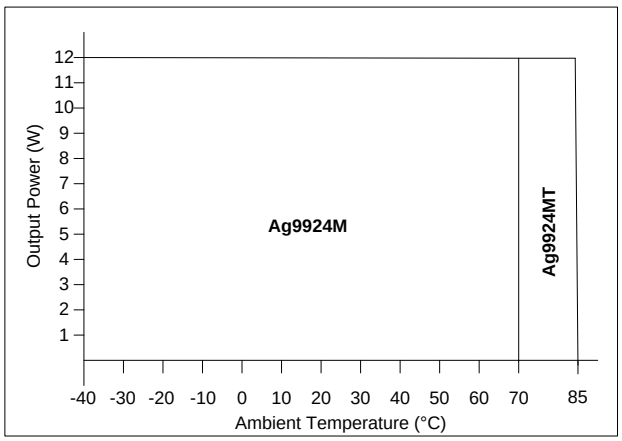
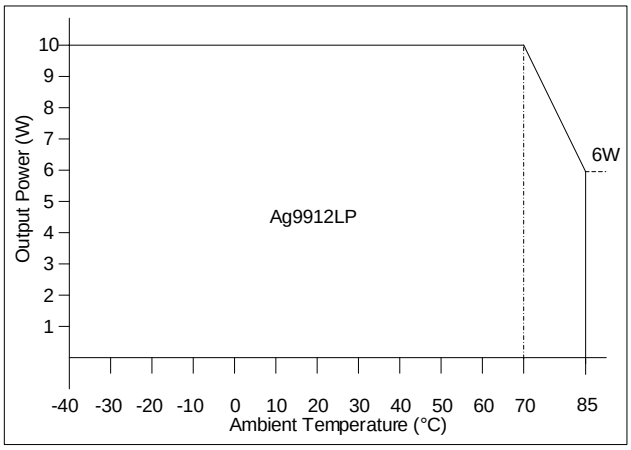
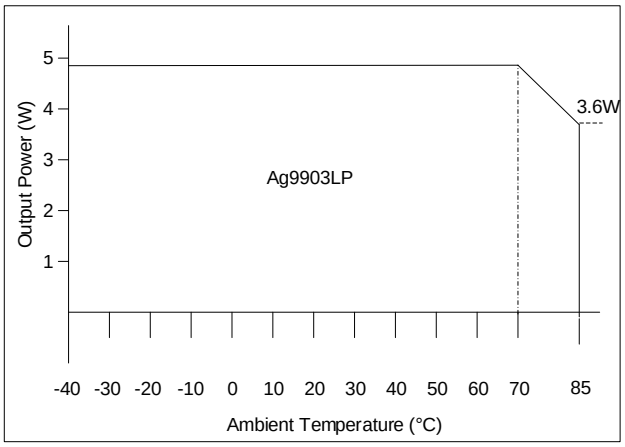
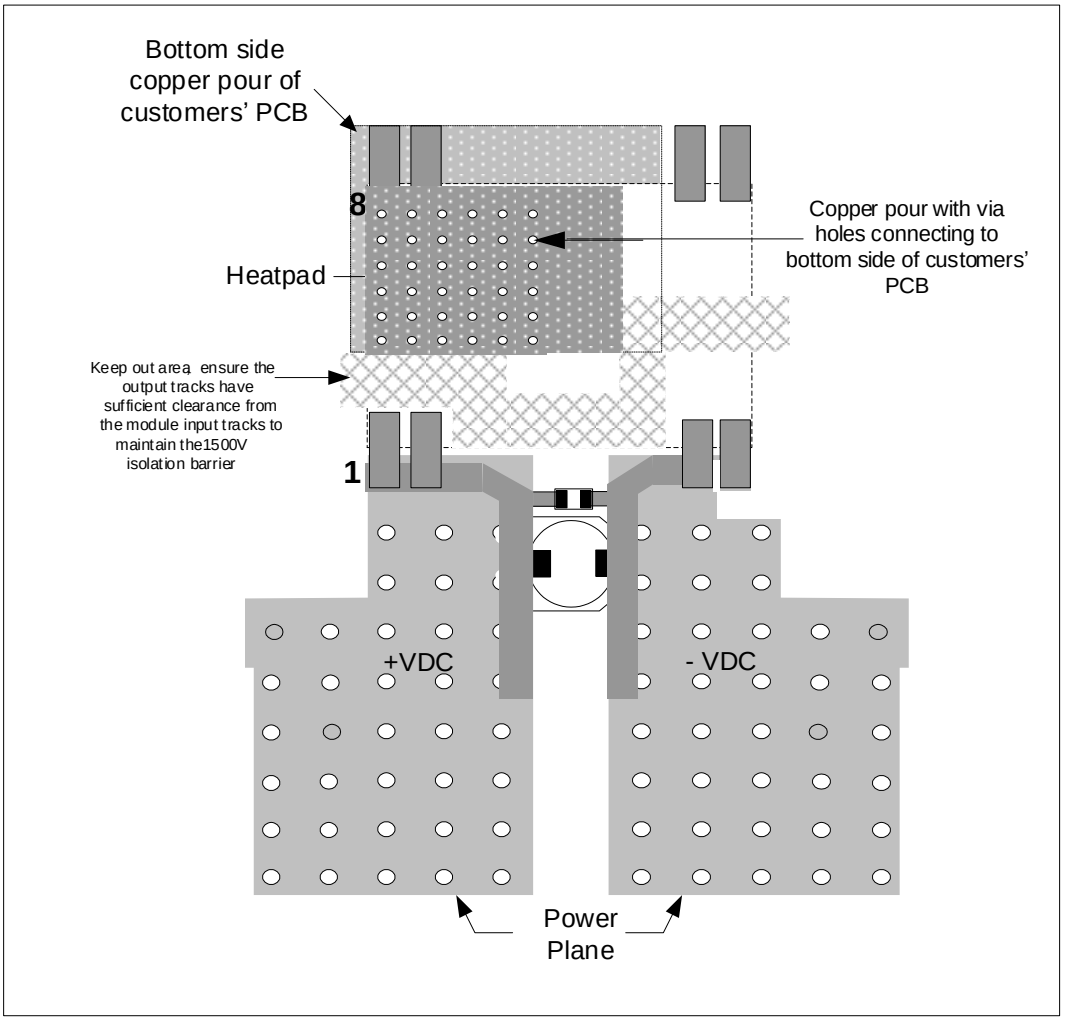

Figure 8: Ag9924M Operating Profile
Figure 10: Ag9912LP Operating Profile
Figure 14: Ag9903LP Operating Profile
Figure 15: Ag9900M Thermal Relief
The thermal protection reduces the output power, see Figure 8 through Figure 14, to ensure that the maximum component temperature is not exceeded. Full output power will be restored when the ambient temperature drops back down into the safe operating range.
The Ag9900M has a maximum ambient operating temperature of 70˚C without any heat-sinking, while the Ag9900MT and Ag9900LP able to operate up to 85˚C while heatsinking to a host PCB; see below Figure 8 through Figure 14. These results were performed in an environment chamber - Associated Environmental System SD-302.The performance of the Ag9900M can be improved by forcing the airflow directly over the part, and by using a thermal pad such as Bergquist .1” Ultra soft gap pad or thermal paste such as thermally conductive Oxime Cure paste. The customers PCB can then be thermally mounted (using a Bergquist 0.1” Ultra soft gap pad) to the chassis of the host equipment by using the thermal relief pads (see Figure 15 and application note “ANX-POE-Thermal-Considerations” for more information).
These power planes must be on the outer layers of the PCB and the best results are achieved by having power planes on both sides of the main board with multiple through-hole connections. An example of this is shown in Figure 15 with an Ag9900M module.
To meet the safety isolation requirements of IEEE802.3af section 33.4.1 a Powered Device (PD) must pass the electrical strength test of IEC 60950 sub clause 6.2. This calls for either a) 1500Vac test or b) 1500Vdc impulse test. The Ag9900 is specified to meet the 1500Vdc impulse test. It is also important that the tracks on either side of the isolation barrier have at least a 3mm clearance, see Figure 10 & Figure 14 for more information.